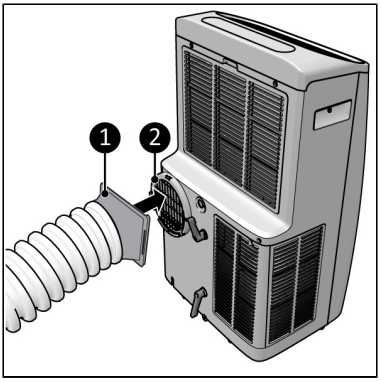

Abbildung 46.
6. Verbinden Sie den Schlauchanschluss (Abbildung 46, Pos. 1) mit einem Ende des Heißluft-Auslassschlauchs (Abbildung 46, Pos. 2).